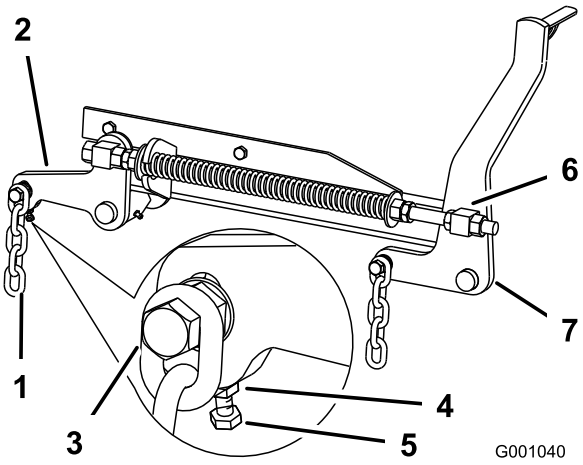

Figur 81
7. Hvis målingerne ved position **B** eller **C** ikke er korrekte, skal du løsne bolten, som fastholder bagkæden til den bageste støttearm (Figur 81).
8. Løsn kontramøtrikken under den bageste støttearm, og juster justeringsbolten for at opnå et mål på 79 til 83 mm (Figur 81).
7. Løsn de forreste drejeleds kontramøtrikker ved forenden af højre og venstre drejeled, ca. 13 mm (Figur 81).
8. Juster løftemøtrikkerne på maskinens venstre og højre side for at få en måling, der er 6 til 10 mm lavere foran ved A end bagest ved **B** (Figur 81).